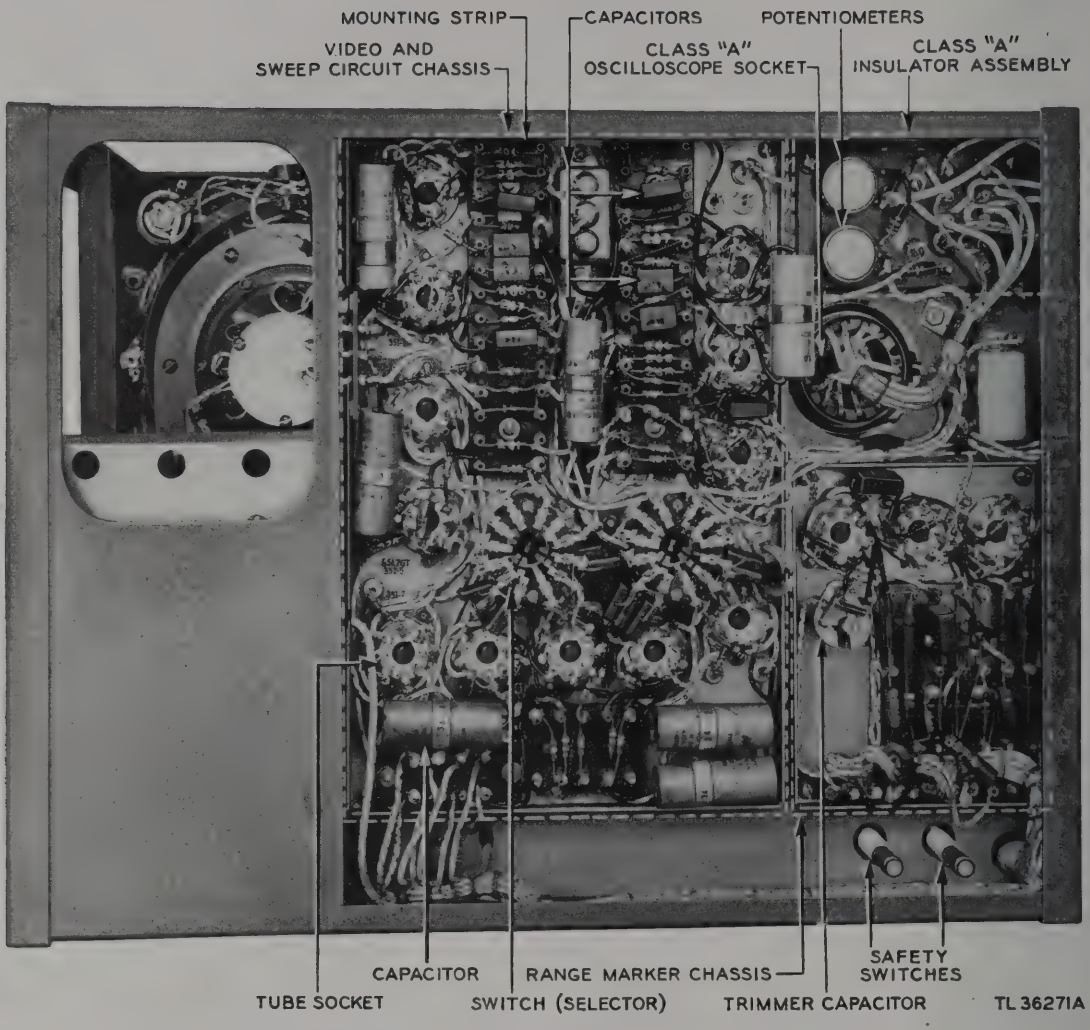

Figure 104. Indicator Unit ID-16/TPS-1A, rear view of chassis.
a. Adjustment of Trimmer Capacitor 341. Capacitor 341 is the timing adjustment for the range markers circuit. It is mounted on a small chassis at the rear of the indicator unit (fig. 104). The capacitor control appears on the front side of the small chassis, and is not accessible unless the indicator unit is removed from the tower section. Do not adjust this capacitor unless absolutely necessary and unless definite information exists that shows there is an error in the range marker circuit which causes the marker pips to represent a distance other than 10-mile intervals. The procedure for calibrating the range marker circuit is given in paragraph 72c(3)(*f*) or 72c(3)(*g*) of this section.
(2) Pull off the socket (fig. 104). Using a screwdriver, carefully pry it loose by manipulation through the slot in the tube shield at the base.
(3) Remove the four screws which mount the bezel on the face of the front panel. Remove the bezel and filter.